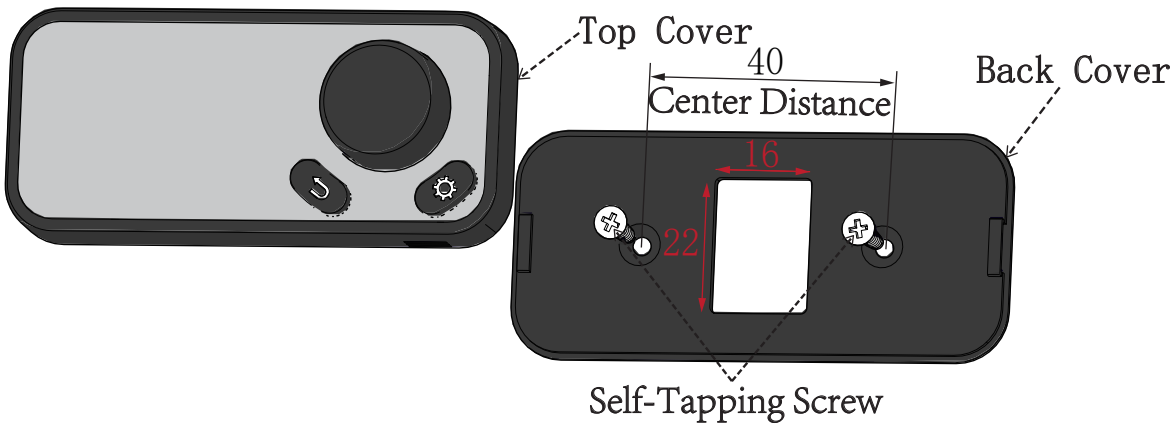
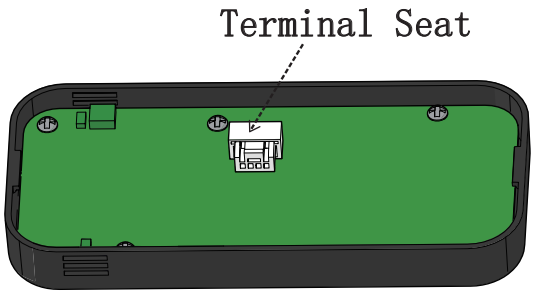

Figure 3
Figure 4
- The opening size of control switch is 16mm×22mm, refer to "Figure 3"
2.Insert the tapping screw into the mounting surface as shown in Figure 3, and fix the back cover on the mounting surface.
3 Insert one end of the control switch lead wire into the PCB board terminal as shown in Figure 4, and the other end through the back cover and installation opening as shown in Figure 3.